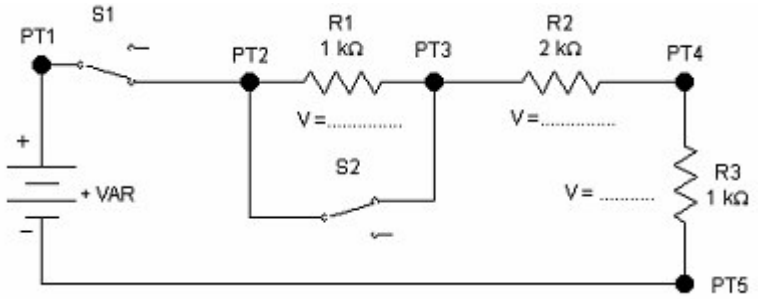

Figura 1.3 – Circuito equivalente com as chaves S_1 e S_2 fechadas
13. Transferir as tensões lidas para a figura 1.3 a seguir: